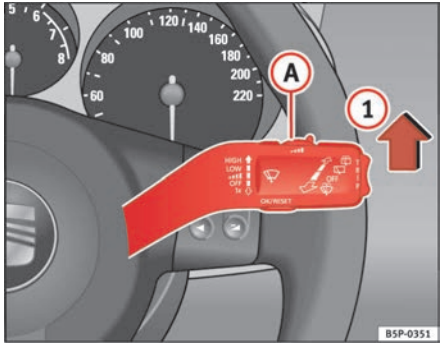

Fig. 88 Windscreen wiper lever
– Move the windscreen wiper lever into position (1) ⇒ fig. 88.
– Move the control (A) to the left or right to set the sensitivity of the rain sensor. Control to the right: highly sensitive. Control to the left: less sensitive.